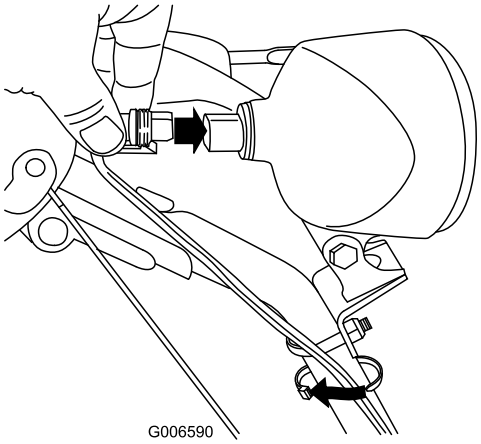

Rysunek 59
6. Podłącz wtyczkę przewodu bezpośrednio z tyłu reflektora, aż się zablokuje (Rysunek 59).